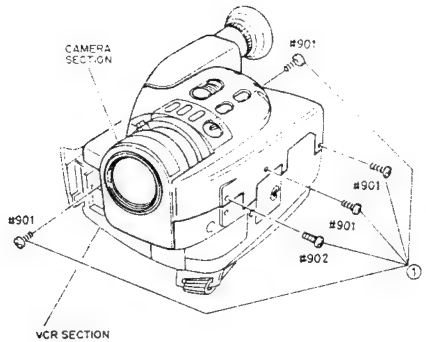

Fig. 2-22
1) Remove five (5) screws holding the camera section and VTR section. (See Fig. 2-22)